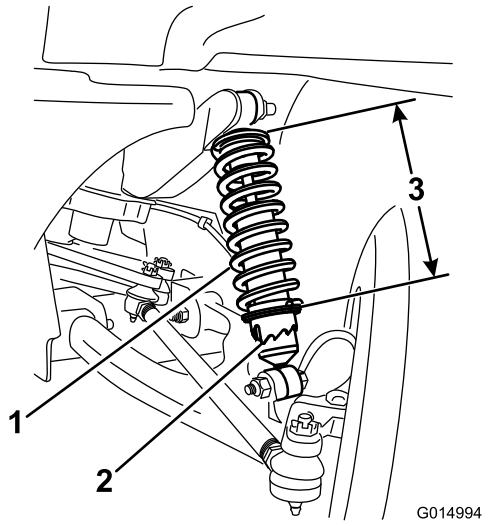

Figur 61
3. Bruk verktøyet TORO 6010 til å rotere kragen på støtdemperen for å endre fjæringslengden (Figur 61).